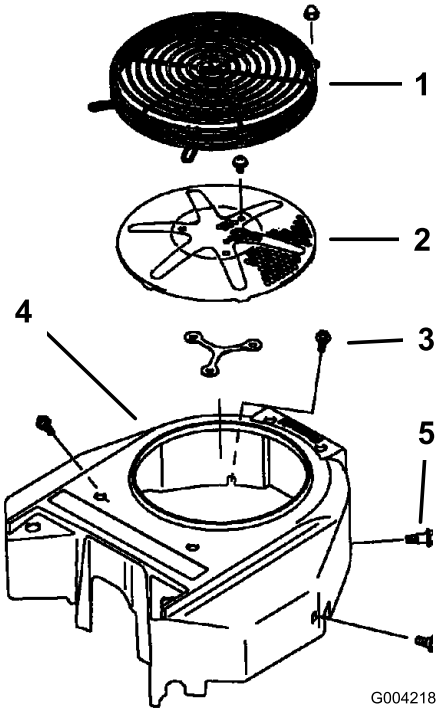

Figuur 68
Verwijder voor elk gebruik eventuele grasresten, vuil of andere verontreiniging van het motorscherm. Dit zal mede zorgen voor een adequate koeling en een correct motortoerental en zal de kans verkleinen dat de motor oververhit raakt en technische schade oploopt (Figuur 68).
3. Verwijder de luchtinlaatroosters, de terugloopstarter en de ventilatorbehuizing (Figuur 68).
5. Verwijder de luchtinlaatroosters, de terugloopstarter en de ventilatorbehuizing (Figuur 68).